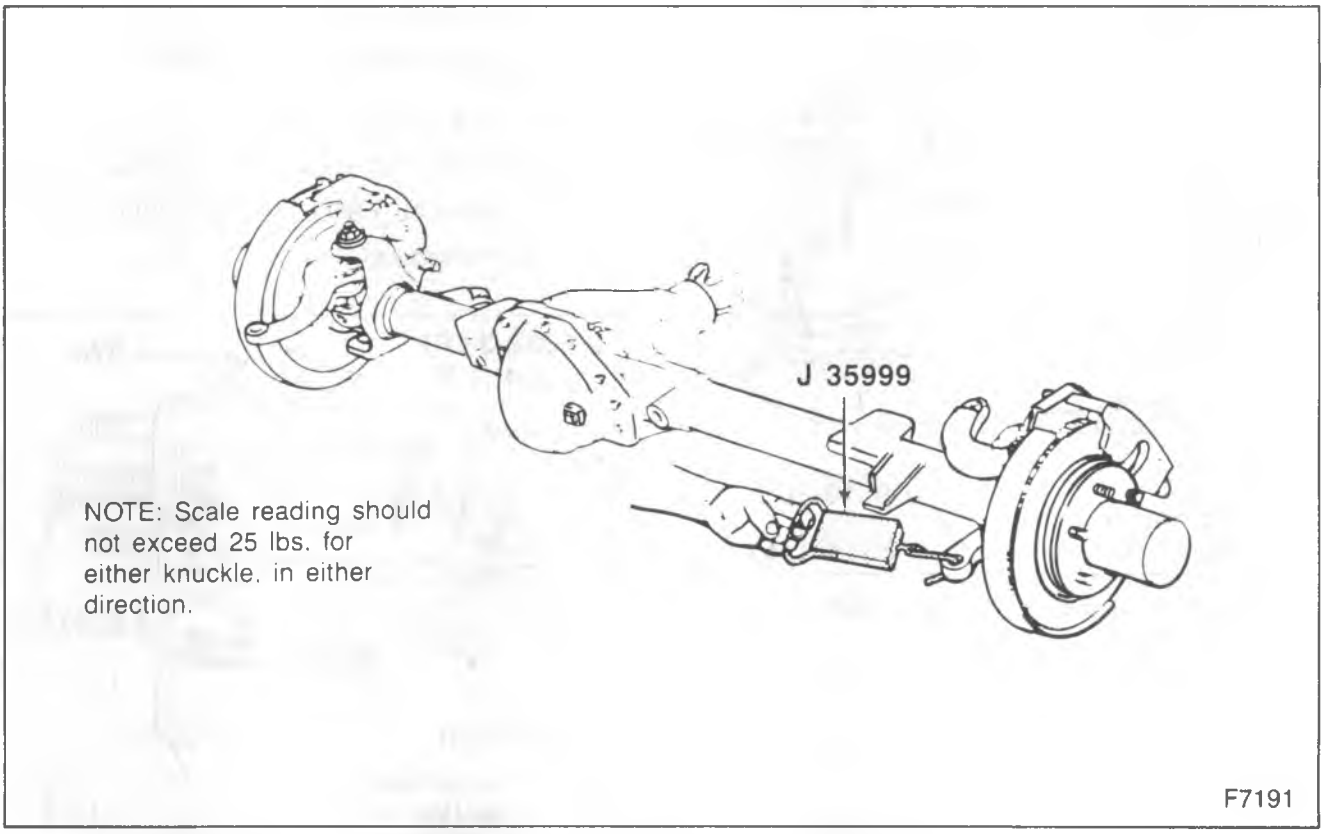

Figure 62—Check Ball Joint Turning Effort
- Apply J 35999 or equivalent spring scale to the tie rod mounting hole of the steering knuckle arm (figure 62). With the knuckle assembly in the straight-ahead position, determine the right angle pull required to keep the knuckle assembly turning after initial breakaway. This pull should not exceed 25 lbs, for each knuckle assembly, in either direction. Refer to "Steering Knuckle and Arm Replacement" and figure 54 for adjustment, if necessary.